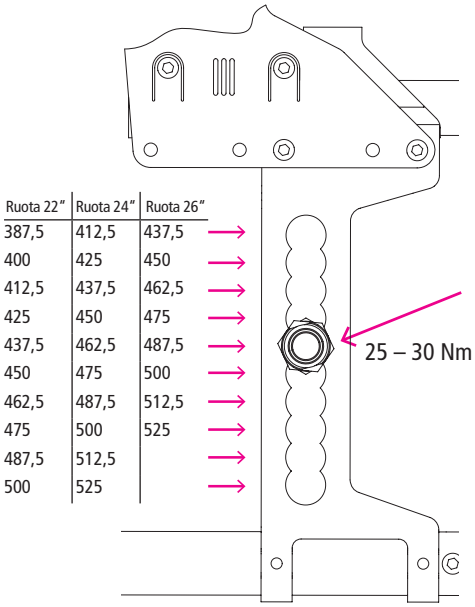

fig. 47
2. A seguire riposizionare la boccola nel punto desiderato della serie di fori (fig. 47).